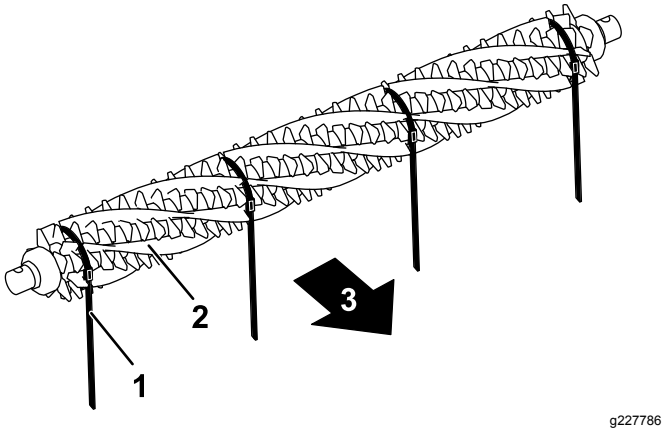

**Figur 20**
3. Skjut in en borste från ena sidan av trimningscylindern i samtliga spår runt hela trimningscylindern (Figur 20).
***Viktigt:*** **Remmarna måste lindas runt trimkniven och borsten i den primära rotationsriktningen. Figur 20 visar remmarna monterade för framåtrotation.**